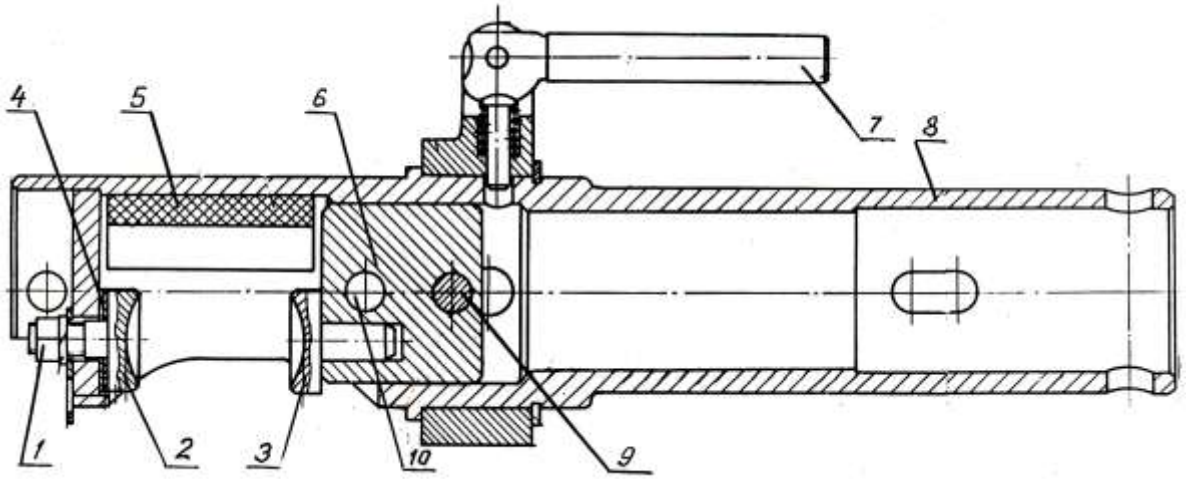
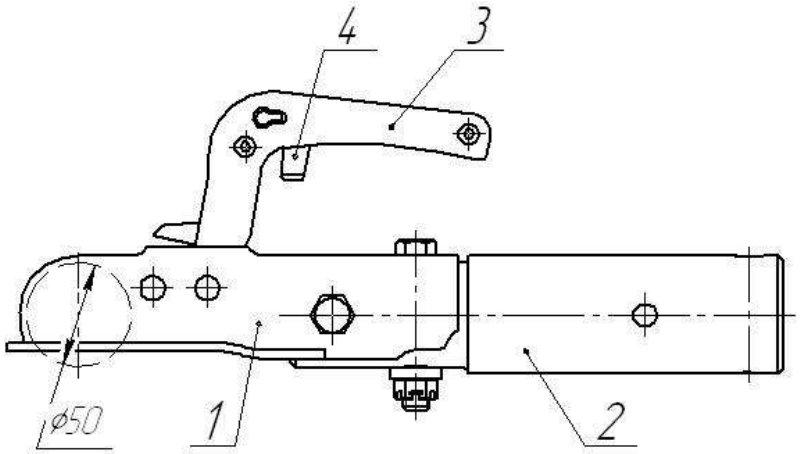

Рисунок 3 – Сцепное устройство прицепа П05.02
Рисунок 4 – Сцепное устройство прицепа П05.02-01
Сцепное устройство прицепа П05.02 (рисунок 3) и прицепа П05.02-01 (рисунок 4) рассчитано на сцепку с шаровым пальцем диаметром 50 мм.
- расстопорите сцепное устройство, подняв рукоятку фиксатора 7 (рисунок 3) вверх и повернув ее вправо вниз;
- нажимая указательным пальцем кнопку безопасности 4 на рукоятке 3 (рисунок 4), поднимите рукоятку 3 вверх;
Сцепное устройство прицепа П05.02 (рисунок 3) рассчитано на сцепку с шаровым пальцем диаметром 50 мм. Регулировку сцепного устройства проводите в следующей последовательности: